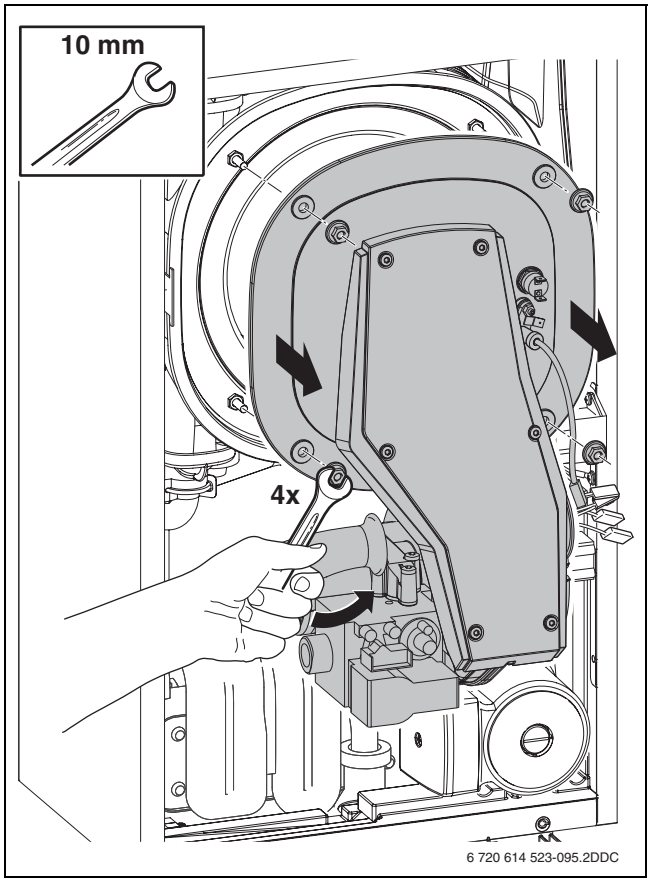

Afb. 33 Demonteren gas-luchtunit
▶ Demonteer de gas-luchtunit door de 4 moeren los te draaien (→ afb. 33).